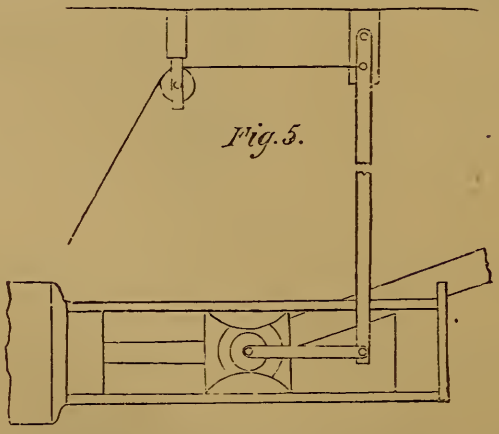

Fig. 5.
c. Swinging-board, with link.—Fig. 5.